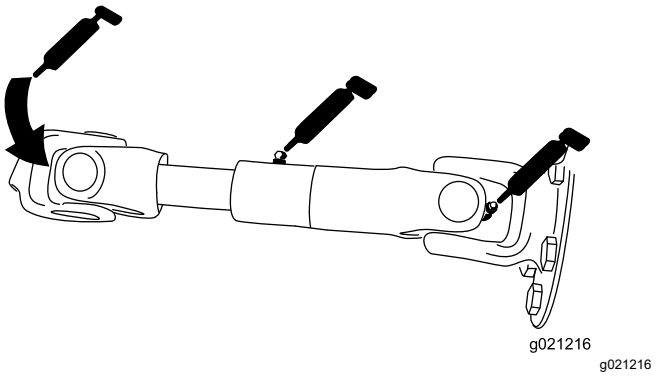

Figuur 101
- Pomp van aandrijfas (3) (Figuur 101)